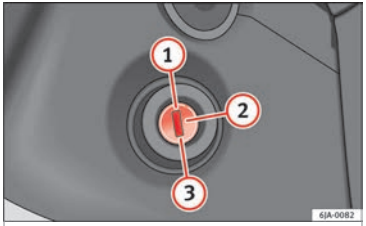

Fig. 173 Ignition key positions.
- **When moving with the engine switched off, the ignition key must always remain in position (2) ››› Fig. 173 ››› page 154 (ignition on). The control lamps will light up in this position. Otherwise, the steering lock could engage suddenly. Risk of accident!**
- The starter motor may only be used (key position 3 ››› Fig. 173 ››› page 154 in the ignition) if the engine is off. Using the starter motor when the engine is running could damage it.
- Press the clutch pedal all the way down and start the engine (3) ››› Fig. 173 ››› page 154, without pressing the accelerator. Keep the clutch pedal pressed down until the engine starts.
- Release the ignition key as soon as the engine starts. The key returns to position (2).
- If the engine does not start after 10 seconds, turn the key back to position (1). Repeat the action after 30 seconds.
Stop the engine by turning the ignition key to position (1) ››› Fig. 173 ››› page 154.